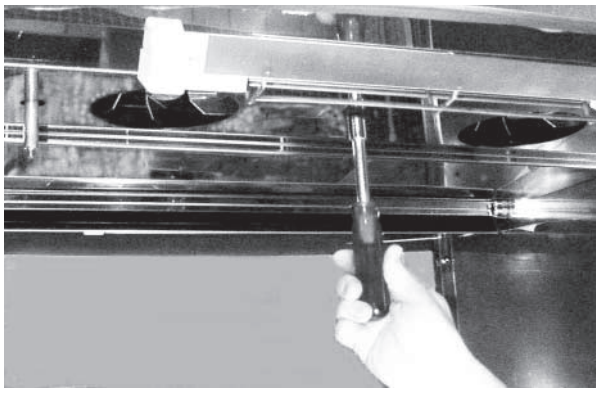

Fig. 47
3. Remove the center nut that secures the element cover using a 7/16" nutdriver (Fig. 47).